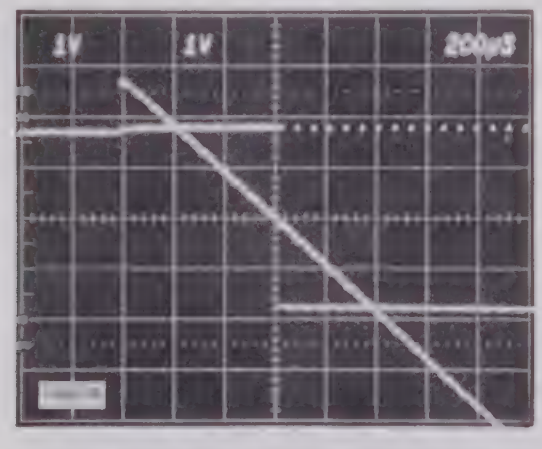

Fig. 6-13. Ramp.
c. Set the offset voltage of the Differential Comparator so that the ramp crosses the center of the blanking pulse (Fig. 6-13).